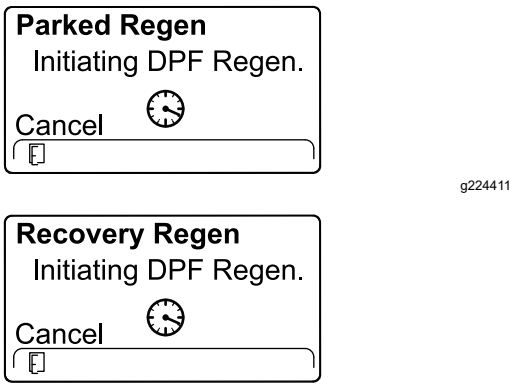

Figur 55
5. InfoCenter viser STARTER DPF-REGENERERING-meldingen (Figur 55).